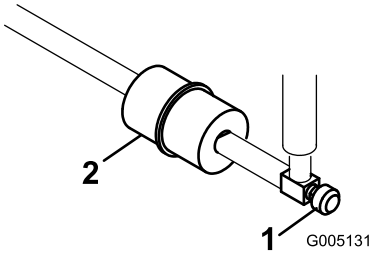

Figure 45
Le filtre à carburant est incorporé dans la conduite d'alimentation, entre le réservoir de carburant et le carburateur (Figure 45). Vérifiez que la flèche qui se trouve sur le filtre pointe bien dans la direction opposée au réservoir de carburant.
1. Fermez le robinet de carburant, desserrez le collier de flexible côté carburateur et débranchez la conduite d'alimentation du filtre (Figure 45).
2. Placez un bac de vidange sous le filtre, desserrez l'autre collier de flexible et déposez le filtre (Figure 45).